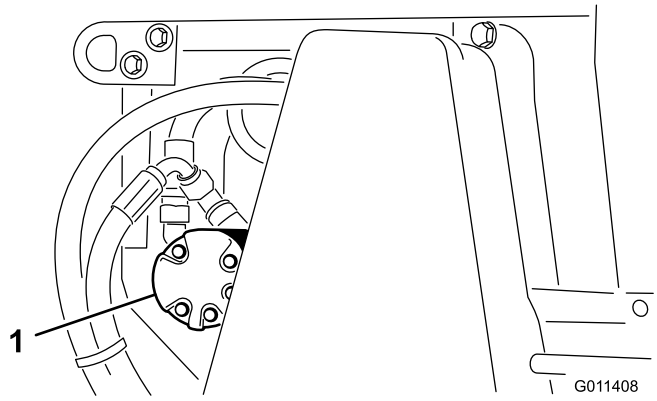

Figur 23
2. Lossa muttrar som fäster borstmotorn (Figur 23) på maskinens vänstra sida.